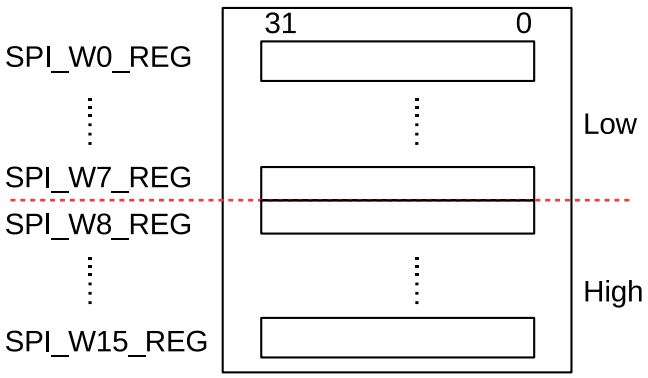

图 27.5-1. CPU 控制的传输中使用的数据 Buffer
GP-SPI2 提供了 16 个 32-bit 的数据 buffer，即 SPI_W0_REG ~ SPI_W15_REG，见图 27.5-1。CPU 控制的传输表示在该次传输中发送的数据来自数据 buffer 或接收的数据存入数据 buffer。在这种传输方式下，每次传输事务均需要先配置相关寄存器，然后由 CPU 来触发。因此，CPU 控制的传输只能是单次传输，即仅包含一次传输事务。CPU 控制的传输支持全双工通信和半双工通信。
- SPI Buffer: SPI_W0_REG ~ SPI_W15_REG，见图 27.5-1。CPU 控制模式下传输的数据在 SPI buffer 中准备。